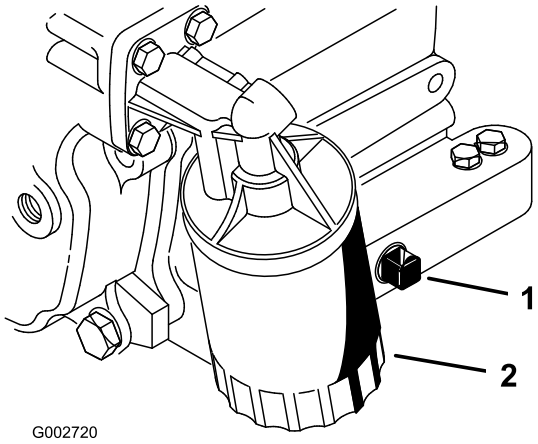

**Figur 26**
2. Ta bort avtappningspluggen (Figur 26) och låt oljan rinna ner i ett kärl. Sätt tillbaka avtappningspluggen när oljan har slutat rinna.
3. Avlägsna oljefiltret (Figur 26). Stryk på ett tunt lager ren olja på den nya filterpackningen.